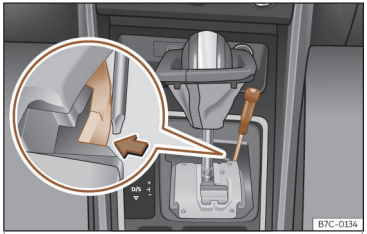

Fig. 140 Palanca selectora: desbloqueo de emergencia en la posición de aparcamiento.
- Con ayuda de la parte plana de un destornillador, presione lateralmente la pestaña amarilla y manténgala presionada ››› **fig. 140** .